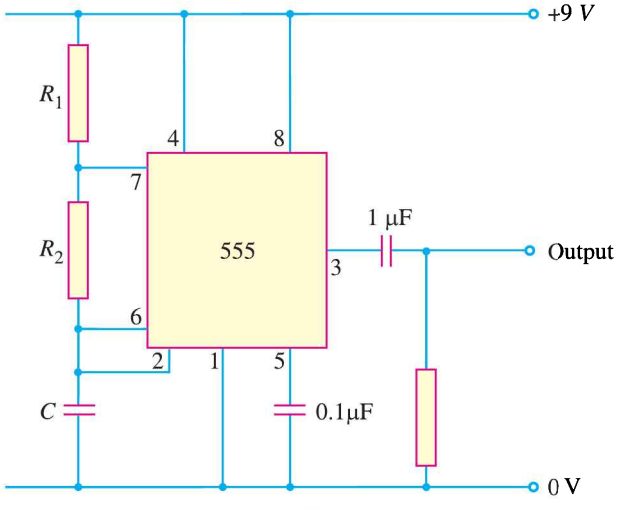

Fig. 23.18
(*iv*) **The 555 Timer as astable multivibrator.** Fig. 23.18 shows the 555 timer as an astable multibrator. Note that the circuit contains *two resistors (R_1 and R_2) and one capacitor (C)* and *does not have an input from any other circuit.* The lack of a triggering signal from an external source is the circuit recognition feature of the astable multivibrator.
Example 23.3. *Determine the frequency of the circuit shown in Fig. 23.18. Given that $R_1 = 3\ k\Omega$; $R_2 = 2.7\ k\Omega$ and $C = 0.033\ \mu F$.*